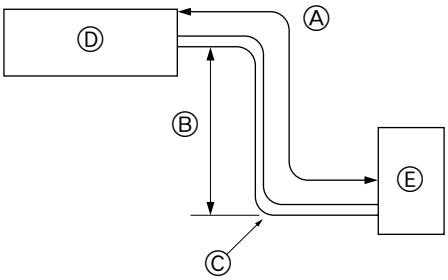

Fig. 2-1
2.1. Tubo de refrigerante (Fig. 2-1)